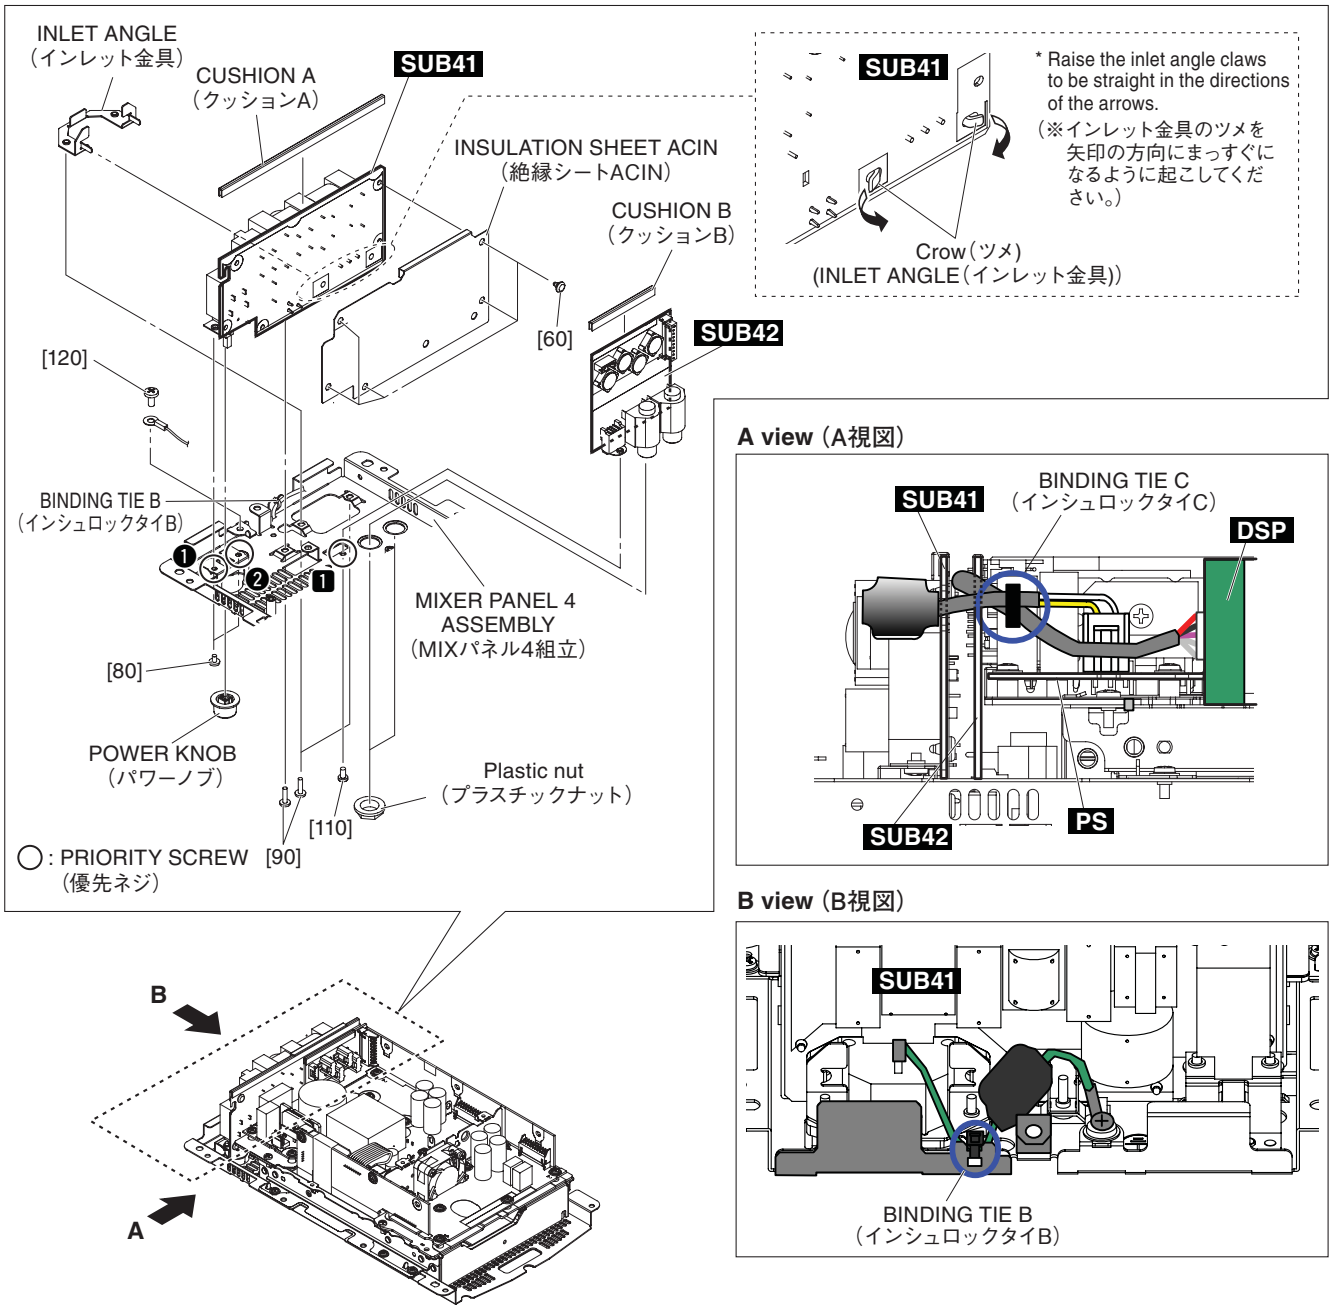

Fig.B-6（図B-6）
B-6-4-1 Remove the power knob, two (2) screws marked [80], three (3) screws marked [90] and screw marked [120]. The insulation sheet ACIN can then be removed together with the SUB41 circuit board. (Fig. B-6)
* ***Be sure to remove binding tie B and remove binding tie C. Install as before binding tie B and binding tie C was removed. (Fig. B-6)***
* ***When installing the SUB41 circuit board, first tighten the two (2) priority screws as shown in Fig. B-6.***
B-6-4-2 Remove the five (5) nylon rivets marked [60]. The SUB41 circuit board can then be removed from the insulation sheet ACIN. (Fig. B-6)
B-6-4-3 Straighten the two claws of the inlet angle and remove the inlet angle from the SUB41 circuit board. (Fig. B-6)
* ***The power knob and the inlet angle are not parts of the SUB41 circuit board. When replacing the SUB41 circuit board, remove the power knob and the inlet angle from the SUB41 circuit board and install them to the new circuit board. (Fig. B-6)***
* ***The cushion A are not parts of the SUB41 circuit board. When replacing the SUB41 circuit board, remove the cushion A from the SUB41 circuit board and install them to the new circuit board. (Fig. B-6)***
B-6-4-1 パワーノブ 1 個と [80] のネジ 2 本と [90] のネジ 3 本と [120] のネジ 1 本を外して、SUB41 シートと共に絶縁シート ACIN を外します。(図 B-6)
取り付けるときは、インシュロックタイ B とインシュロックタイ C を取り外す前と同じように取り付けてください。(図 B-6)
※ SUB41 シートを取付けるときには、優先ネジ 2 本を図に示す順で先に締めてください。(図 B-6)
B-6-4-2 [60] のプラスチックリベット 5 本を外して、SUB41 シートから絶縁シート ACIN を外します。(図 B-6)
B-6-4-3 インレット金具のツメ 2 箇所をまっすぐに伸ばして、SUB41 シートからインレット金具を外します。(図 B-6)
※ パワーノブとインレット金具は SUB41 シートの構成部品ではありません。SUB41 シートを交換する際には、SUB41 シートからパワーノブとインレット金具を取り外して、新しいシートに取り付けてください。(図 B-6)
※ クッション A は SUB41 シートの構成部品ではありません。SUB41 シートを交換する際には取り外して、新しいシートに取り付けてください。(図 B-6)
B-6-5-2 Remove the two (2) plastic nuts and screw marked [110]. The SUB42 circuit board can then be removed. (Fig. B-6)
* ***When installing the SUB42 circuit board, first tighten the screw marked [110]. (Fig. B-6)***
* ***The cushion B are not parts of the SUB42 circuit board. When replacing the SUB42 circuit board, remove the cushion B from the SUB42 circuit board and install them to the new circuit board. (Fig. B-6)***
B-6-5-2 プラスチックナット 2 個と [110] のネジ 1 本を外して、SUB42 シートを外します。(図 B-6)
※ **SUB42 シートを取付けるときには、[110] のネジ 1 本を先に締めてください。(図 B-6)**
※ クッション B は SUB42 シートの構成部品ではありません。SUB42 シートを交換する際には取り外して、新しいシートに取り付けてください。(図 B-6)